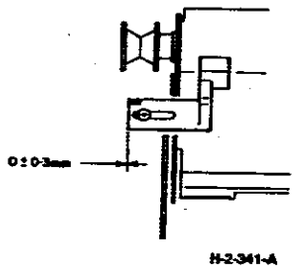

**Рисунок 2. Положение датчика регистрации верхней кромки.**
2. (Рисунок 2) При установке датчика регистрации верхней кромки отрегулируйте его на номинальный размер.